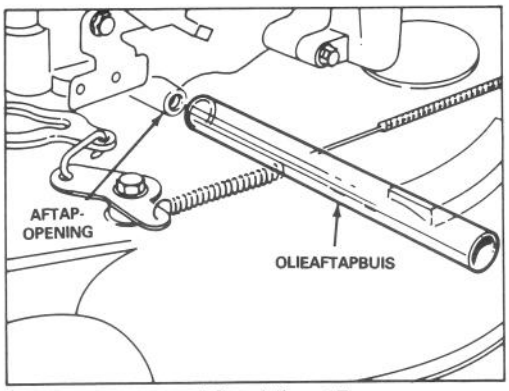

Afbeelding 17
4. Schuif de slang voor het aftappen van de olie over de opening en laat de maaier zakken (Afb. 17). Til de rechterzijde van de maaier op, totdat alle olie in de afvoerbak is gevloeid.